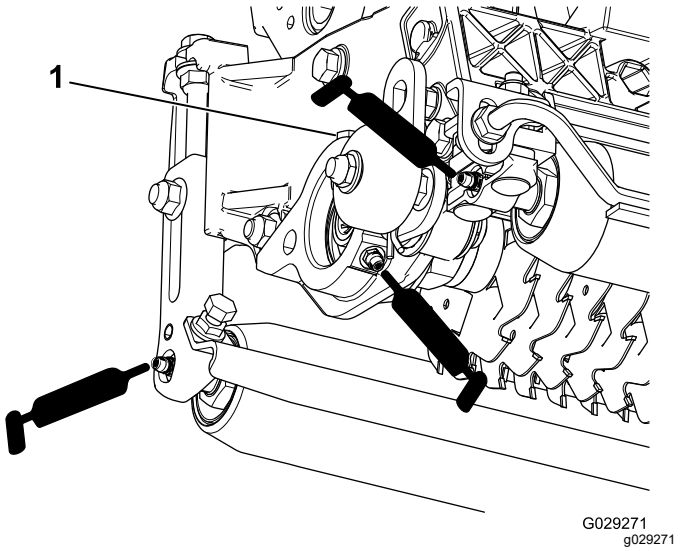

Figure 16
Each verticutter has 5 grease fittings (Figure 16) that must be lubricated weekly with No. 2 lithium grease.
2. Apply grease until you see clean grease coming out of the roller seals and the bearing relief valve (Figure 16).